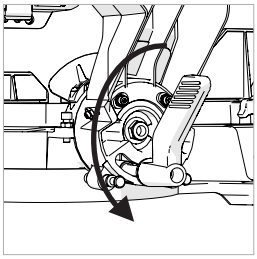

Fig. 66
- Slacken the Bevel Locking screw using the Bevel Locking Handle. **(Fig. 66)**